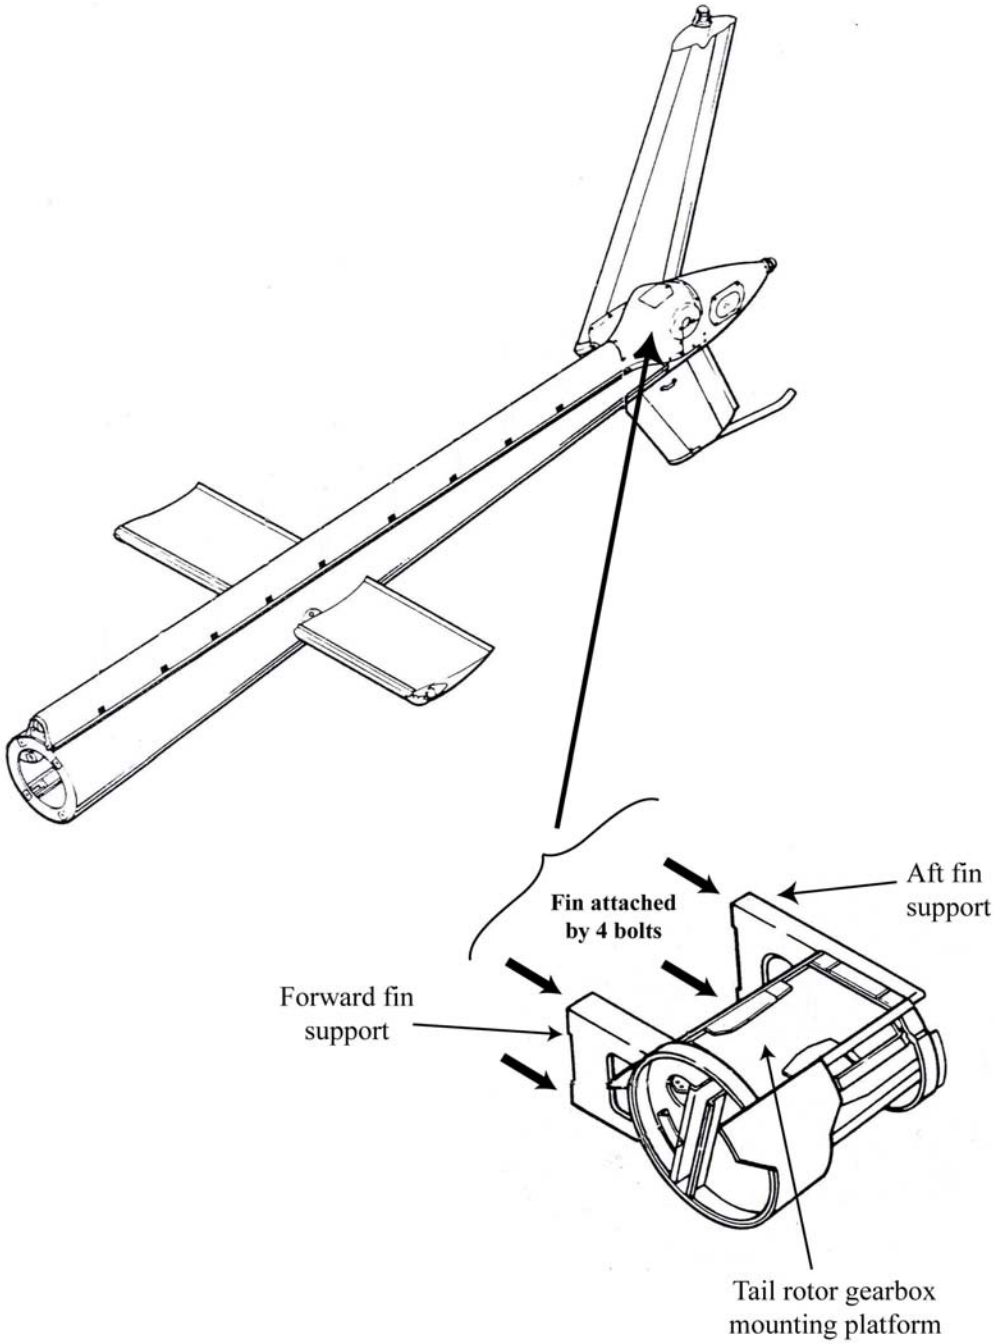

Figure 1
This LTO is being issued to request all operators of Bell and Agusta Bell 206 A/B/L series aircraft, which have a similarly designed fin attachment structure to that of the fatal accident helicopter, to perform a torque check of the four bolts that connect the fin to the support brackets and an inspection of those fin support brackets. (See Figure 1 of this LTO). The findings from these inspections will be used to assist the AAIB in their investigation.
6. Inspect the brackets that form the fin attachment structure (aft fin support, see LTO Fig 1) of the tail boom in accordance with the following instructions: